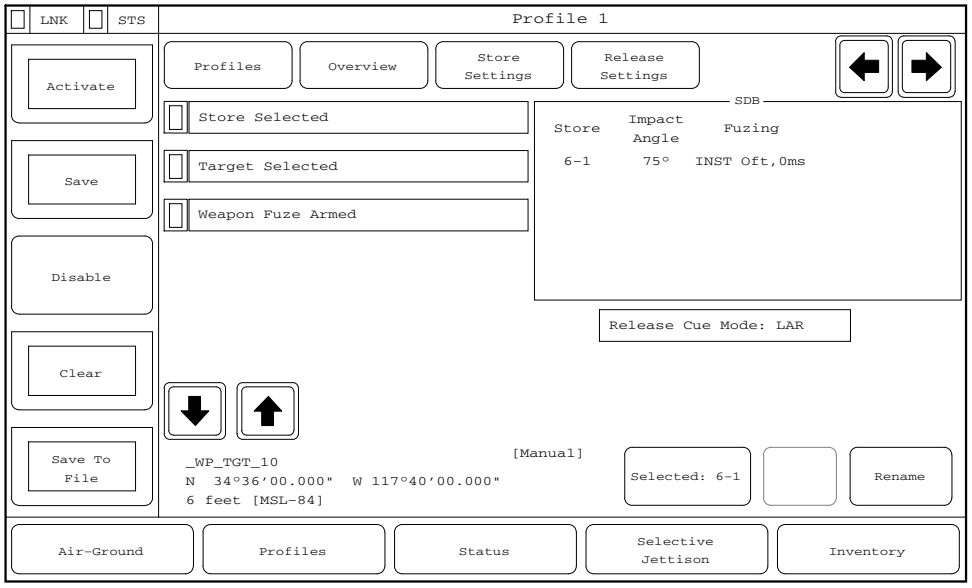
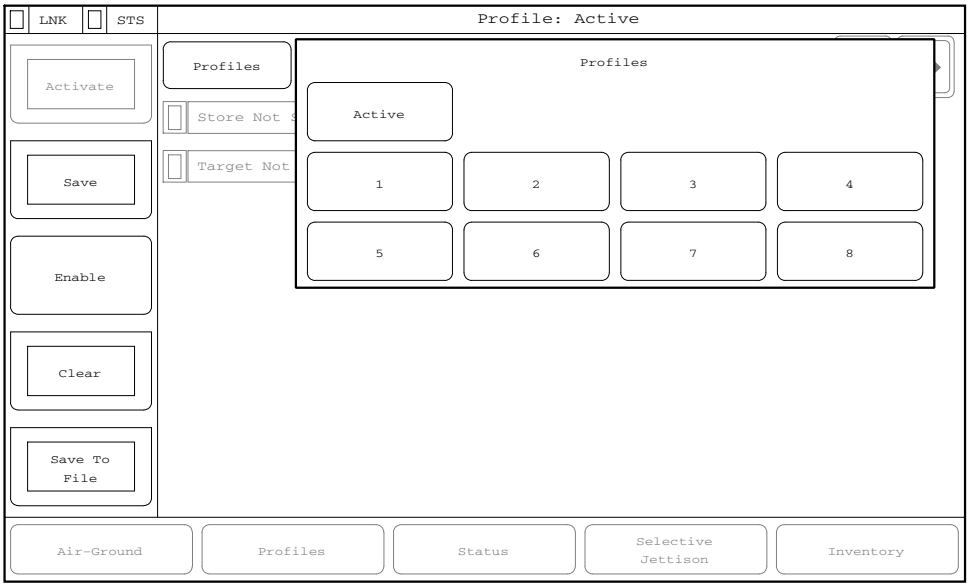
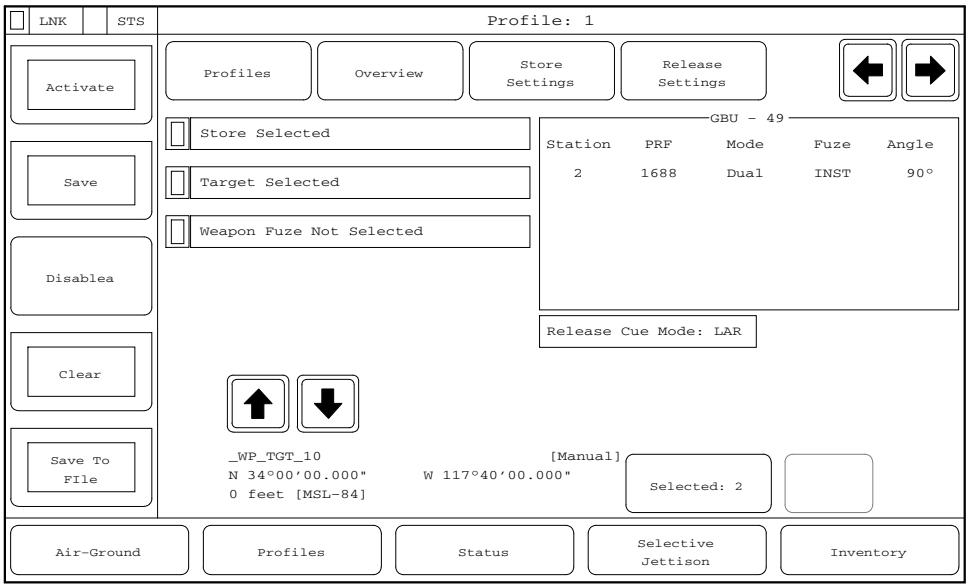

**Figure 1-127. Profiles Page Area.**
**Figure 1-130. Profiles Active Page.**
**Figure 1-131. Overview Page Area.**
1.3.4 Profiles Mode. Profiles Mode allows the user to enter and save different weapons configurations for faster weapons setup. When the Profiles Mode selection button is pressed, it will display the Profiles Page Area (Figure 1-127). The left and right traversal arrow buttons located at the top right corner of the Profiles Page Area, allows the user to scroll through different profiles that have been entered and saved. The Profile Page work area contains four buttons:
The Profiles Page supports the following features: up to eight weapons selected for release, and the ability to rename a profile. The display items within the store settings status are determined by that weapon type's CDF file. When a profile is selected and the rename button is pressed, the following dialog appears that allows the user to rename that profile to a string of choice (Figure 1-127). The name is then displayed on the launch status page within the profile preview group boxes.
On the left side of the Profiles Page Area are four Profile Control buttons (Figure 1-127). These four guarded buttons can activate, deactivate, save, and clear Profiles that have been entered and saved in GSMS. When all of the Profile Control buttons have been disabled, all of the buttons will be greyed out and unselectable. When all four Profile Control buttons have been enabled, all four buttons will be selectable. Refer to Table 1-9 for various states that Profile Control buttons can display.
1.3.4.1 Profiles. When the Profiles button is selected on the Profile Area screen (Figure 1-127), it will display the Profile Selector screen (Figure 1-130). This screen is used to switch, activate, or deactivate different profiles that have been entered. Up to eight different weapons profiles can be entered and saved. There are four conditions that can exist on the Profiles button page:
1.3.4.2 Overview. The default selection on the Profiles Page Area (Figure 1-127), is the Overview button. The Overview Page Area (Figure 1-131), displays the following four indications: